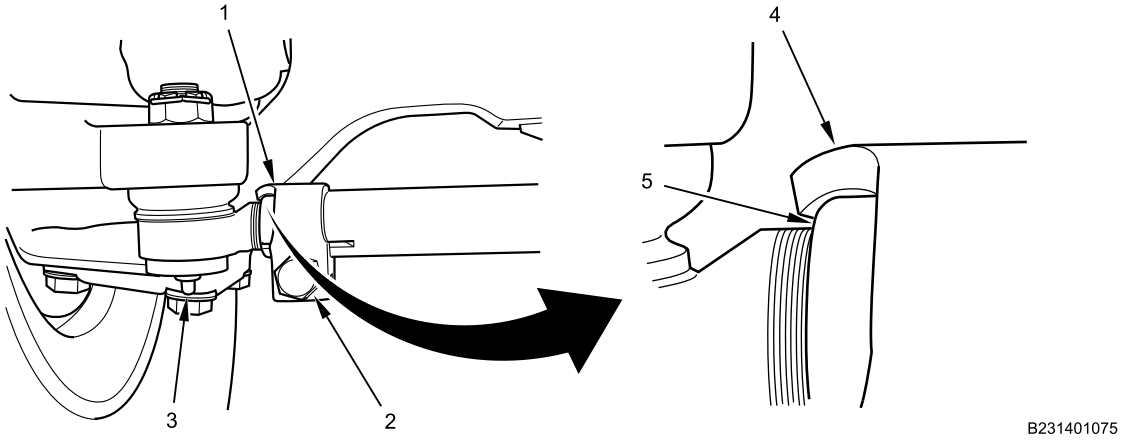

Figure 4. Tie Rod Clamp.
5. Position clamps (Figure 4, Item 1) as shown with bolt (Figure 4, Item 2) on the bottom. Ensure bent tab (Figure 4, Item 4) is contacting tie rod (Figure 4, Item 5). Torque tie rod clamp bolts to 45-65 lb-ft (61-88 N•m).
6. Lubricate tie rod grease fitting (Figure 4, Item 3) with grease gun.